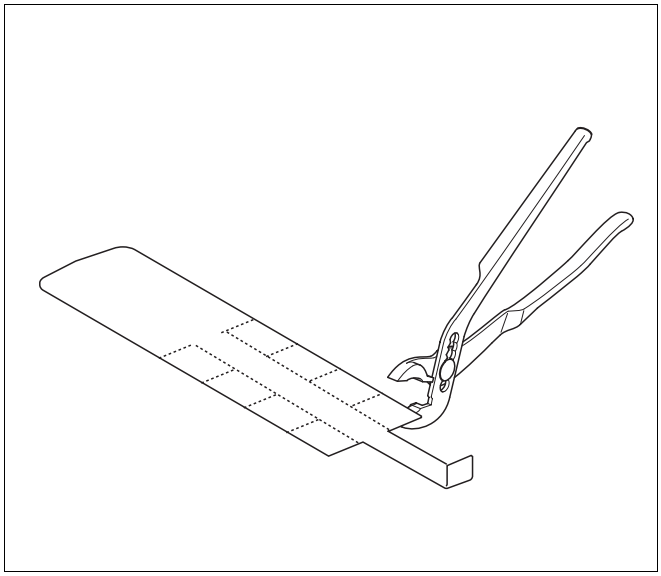

Abb. 53 Spezielle Heizgaslenkplatte kürzen (Zubehör)
Die Abgastemperaturanhebung ist nur für die raumluftabhängige Betriebsweise möglich. Um die Abgastemperatur anzuheben, haben Sie die Möglichkeit die Heizgaslenkplatte an vorgegebenen Sollbruchstellen zu kürzen (vgl. Abb. 53, Seite 56). Pro entferntem Segment wird die Abgastemperatur um 5 - 7 K angehoben. Diese spezielle Heizgaslenkplatte wird von Buderus als Zubehör angeboten.
- Spezielle Heizgaslenkplatte mit einer Zange an den vorgegebenen Sollbruchstellen kürzen (Abb. 53). Wird von Buderus als Zubehör angeboten.